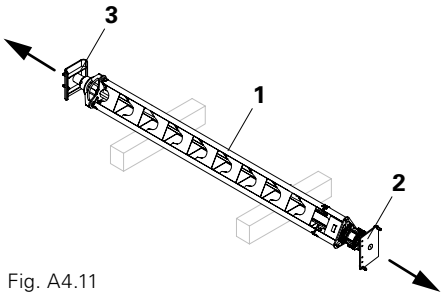

Fig. A4.11
1. Wrap textile straps around Head Spindle HDK (2) of the HD Prop (10a) thus ensuring it does not slip, and lift slightly with crane lifting gear.
4. Remove Push-Pull Props (5).
6. Release Head Spindle HDK (2) and Lowering Device HDA (3) from the Prop Section HDS/HDSS (1). (Fig. A4.11)